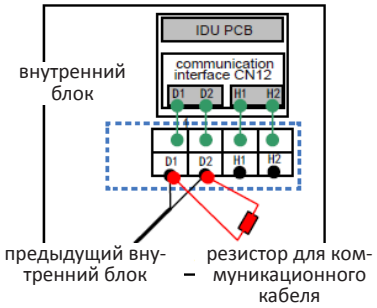

Рис. 5.3.2
(4) Зафиксировать коммуникационный кабель хомутом на электрической секции.
(5) Чтобы обеспечить надежность обмена данными между внутренним и наружным блоками, а также обмена данными между всеми внутренними блоками, на печатной плате самого удаленного внутреннего блока при последовательном подключении необходимо предусмотреть резистор (идет в комплекте с оборудованием). Резистор необходимо подключить параллельно контактам D1 и D2, см. рис. 5.3.2.